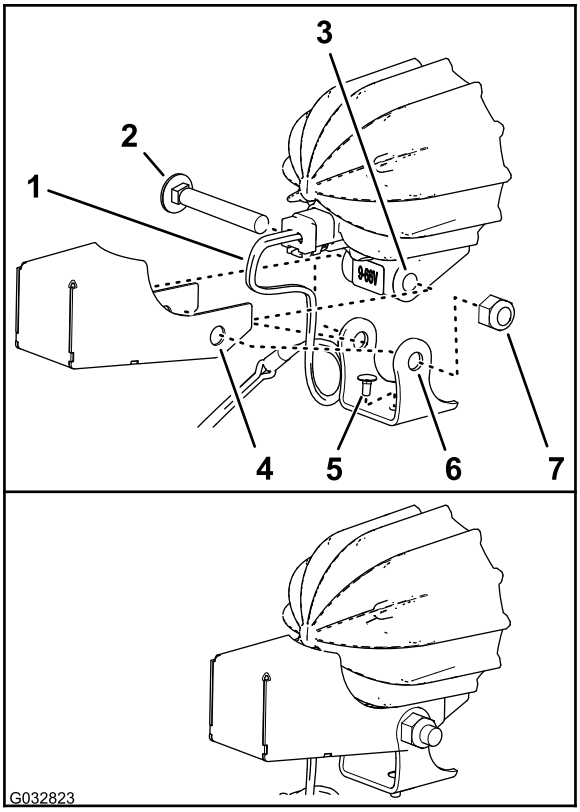

Рисунок 11
3. Снимите (если они установлены) длинный каретный болт с гайкой, которые крепят монтажный кронштейн к раме светодиодного осветительного прибора (Рисунок 11).
4. Убедитесь, что короткий каретный болт вставлен в отверстие в нижней части монтажного кронштейна, как показано на Рисунок 11.
5. Совместите отверстия в щитке и монтажном кронштейне с отверстиями в раме светодиодного осветительного прибора, как показано на Рисунок 11.
6. Установите щиток и монтажный кронштейн на раму светодиодного осветительного прибора при помощи каретного болта и гайки (Рисунок 11).